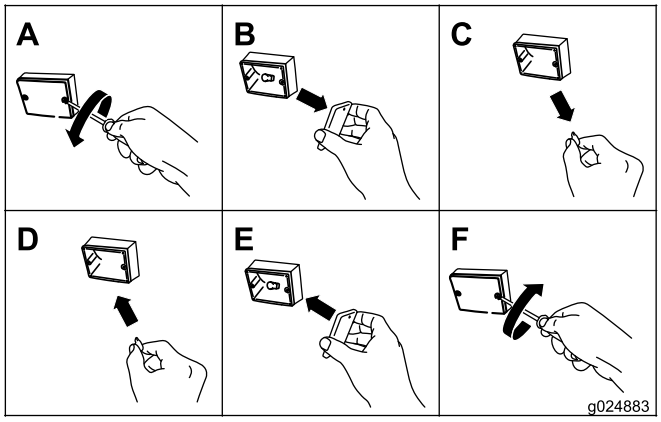

Figura 77
1. Usando un destornillador, retire los 2 tornillos de la lente rectangular pequeña de color ámbar en la parte delantera de la luz (Figura 77).
2. Retire la lente ámbar (Figura 77).
3. Retire la lámpara del zócalo (Figura 77).
4. Inserte una lámpara 193 nueva en el zócalo (Figura 77).
5. Instale la lente ámbar y los 2 tornillos (Figura 77).